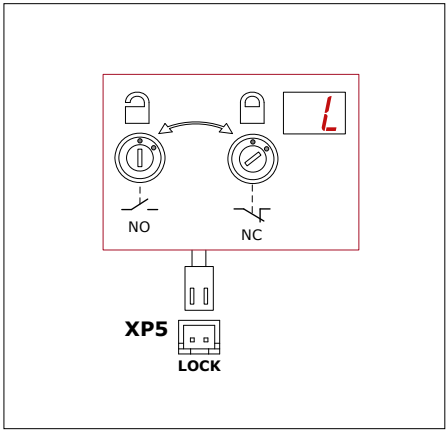

Рисунок 14
Для исключения общего доступа управления воротами к разъему **XP5** (LOCK) подключается замковый выключатель (**Рисунок 14**), который устанавливается на корпусе блока (**Рисунок 4)**. С помощью ключа выключатель переводится в положение (NC), при котором блокируются команды устройств управления (кнопки блока, выключатели управления, пульты радиоуправления и другие); либо переводится в положение (NO), при котором управление разрешено.